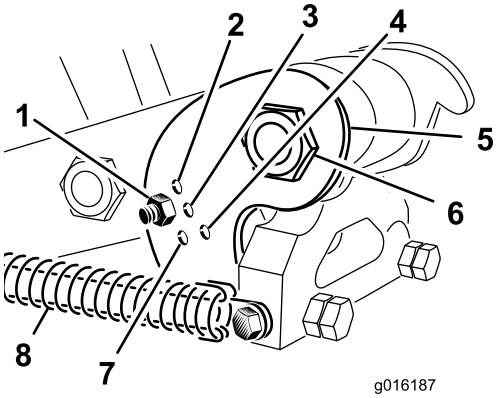

**Figuur 36**
Stel de gewelfde beugel (Figuur 36) in op de juiste stand op basis van de lengte van de gebruikte tanden. De aanslag van de kop kan in een van de vijf voorbepaalde standen worden gezet door het kiezen van de opening waardoor de stang wordt bevestigd met een bout. Deze openingen zijn slechts vooraf ingesteld, u kunt bijvoorbeeld een tand van 24,4 cm gebruiken in de stand voor 30,5 cm om een gladdere afwerking te krijgen. dit is afhankelijk van de toepassing.
3. Maak de veerspanning naar de tandenkop los (Figuur 36).
4. Verwijder de moer en bout uit de instelopeningen in de gewelfde beugel (Figuur 36).
5. Draai de gewelfde beugel tot deze is uitgelijnd met de gewenste opening in de arm en plaats de bout en moer (Figuur 36).